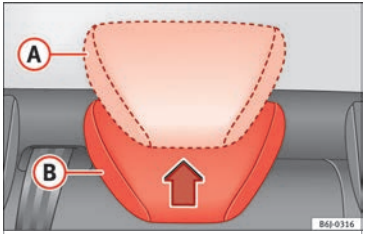

Fig. 49 Rear head restraint adjustment.
- Raised position or position for use (A) ››› Fig. 49. In this position, the head restraint is used normally, protecting the occupant of the rear seats, along with the rear seat belts.
- Rest position, not in use (B) ››› Fig. 49. This position improves the driver's rear visibility. »